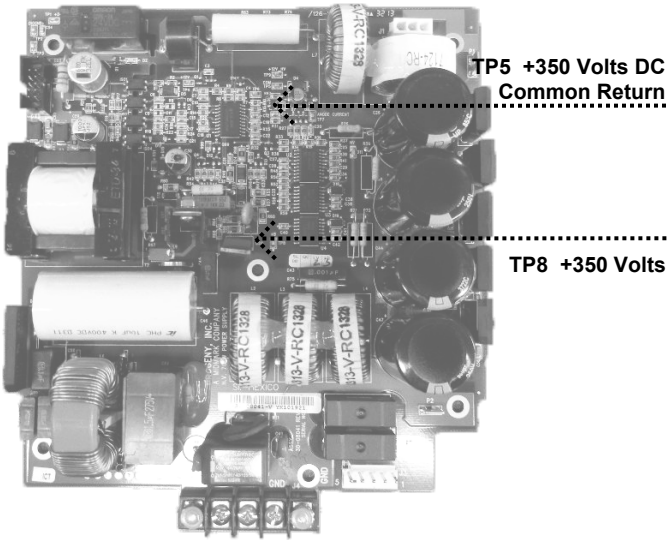

Figure 70 Power Supply Board 30-08041
1. On the Power Supply Board, measure the voltage across TP5, the Common Return, and TP8, +350 volts DC, as shown in *Figure 70*. This voltage will be acceptable if measured between 330 and 390 volts DC. Values above or below this number indicate the need to replace the Power Supply Board.